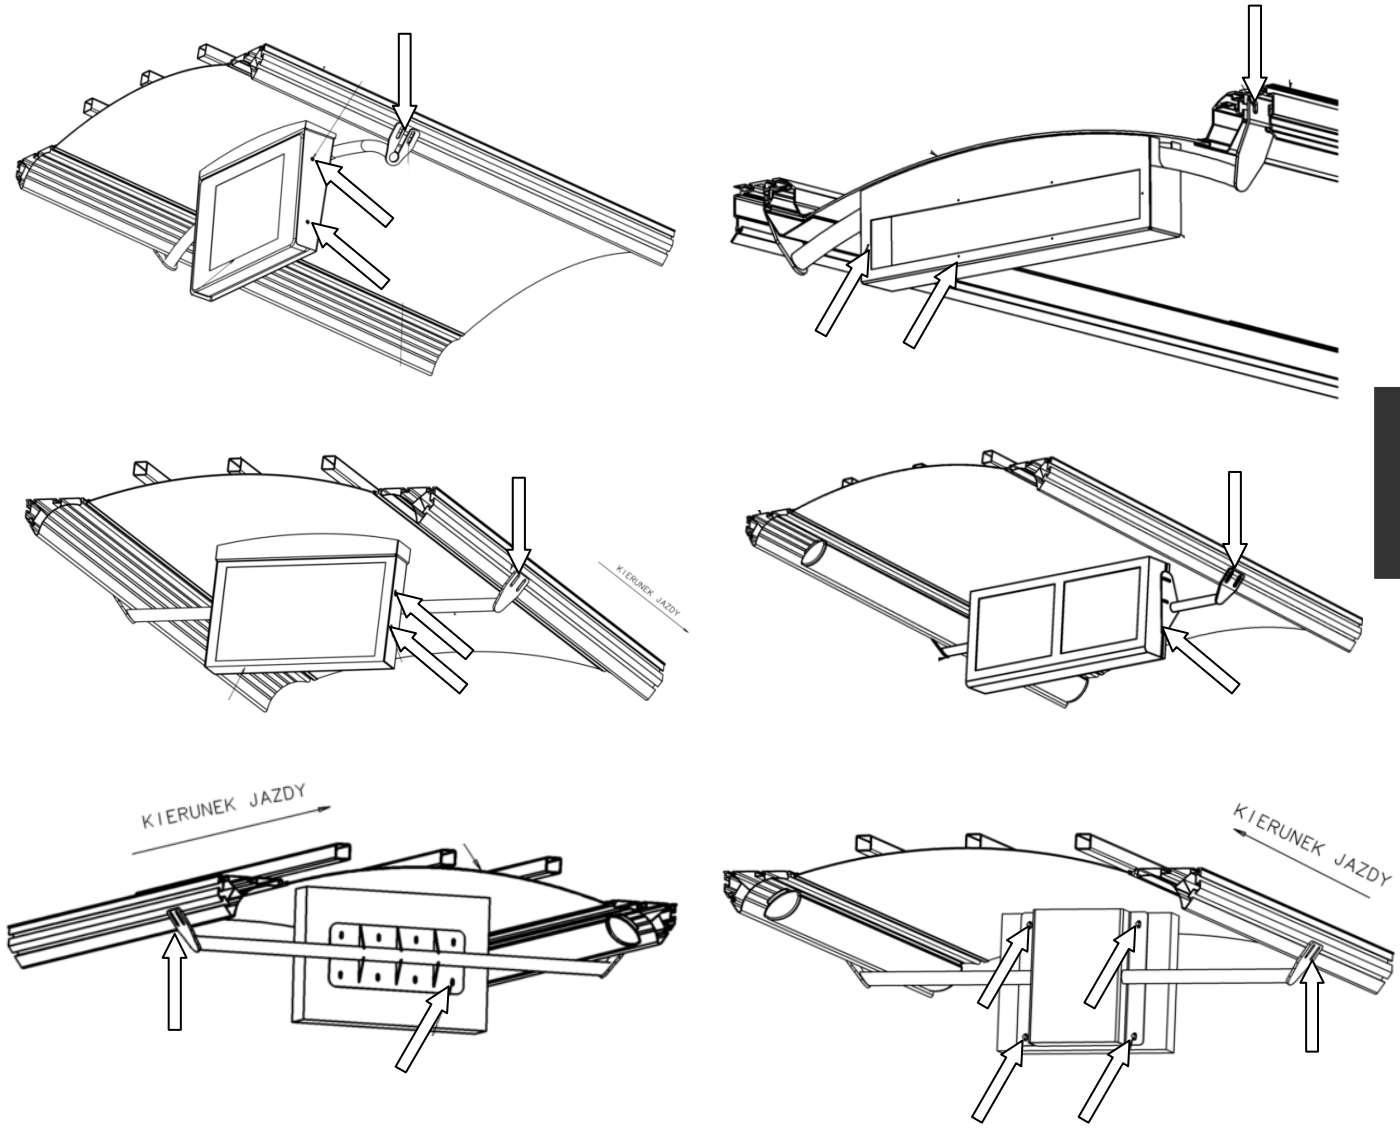

Rys. 9. Mocowania wewnętrznych monitorów informacyjnych w suficie, różne opcje wsporników – śruby mocujące wskazane strzałkami.
- w suficie, poprzez mocowania (wsporniki), Rys. 9.